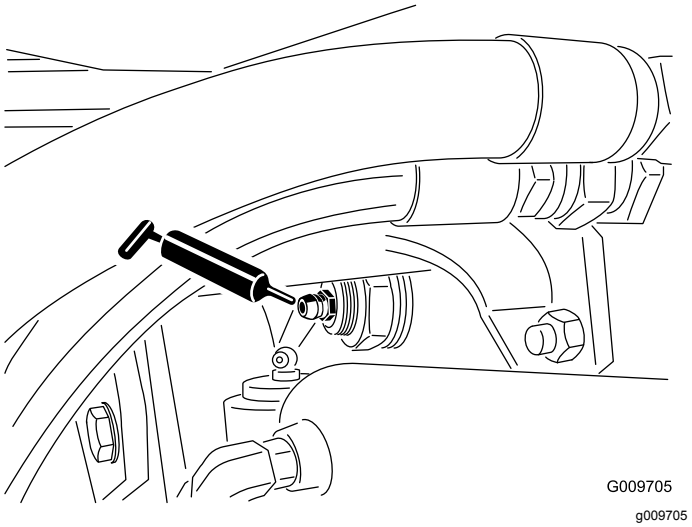

Figuur 44
- Lagerbussen van draaipunt van achteras (2) (Figuur 44)